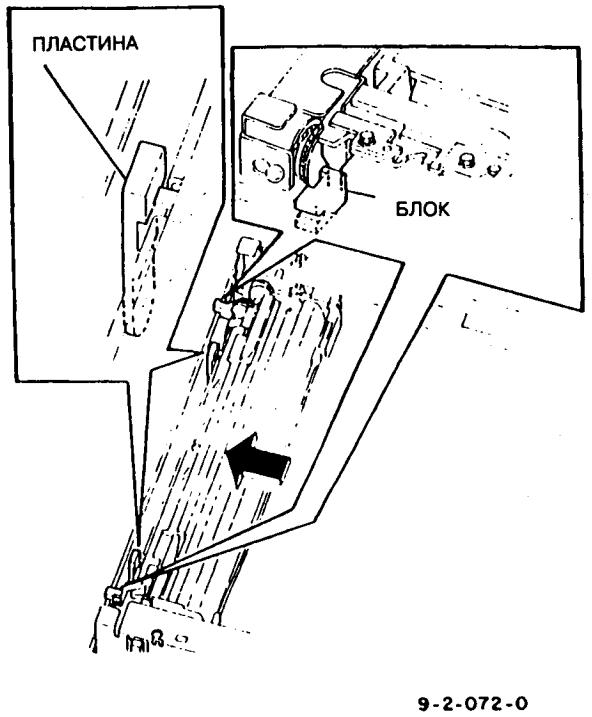

Рис.2 Исходные положения кареток
6. Сместить каретки полного и половинного хода на всю длину пути в их крайние левые положения (исходные положения). Проверить, чтобы они контактировали с блоком и пластиной как с передней, так и с задней стороны (рис.2).